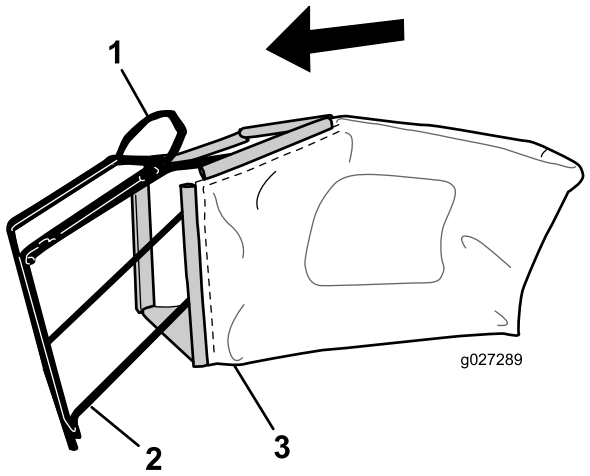

Figur 8
1. För gräsuppsamlaren över ramen i enlighet med Figur 8.
Obs: För inte uppsamlaren över handtaget (Figur 8).